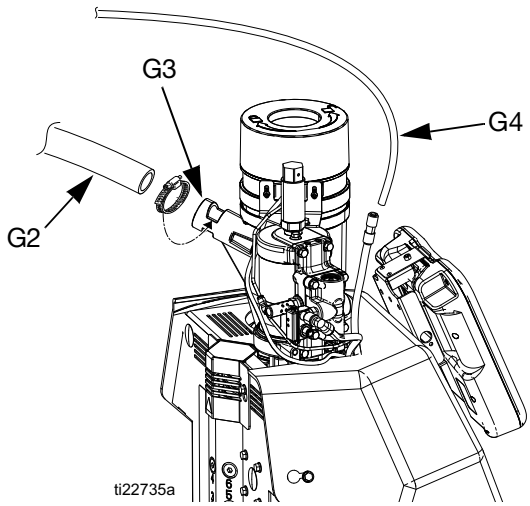

**FIG. 8**
4. Insert 1.3 in. (33 mm) OD clear vacuum transfer hose (G2) into vacuum transfer funnel (G3) inlet and secure with supplied hose clamp. The hose clamp should be placed over the cutouts in the funnel inlet where it can firmly hold the transfer hose. See FIG. 8.
5. Connect the long supplied 3/8 in. OD air line (G4) to the 3/8 in. push-to-connect fitting on the air line from the system. See FIG. 8.